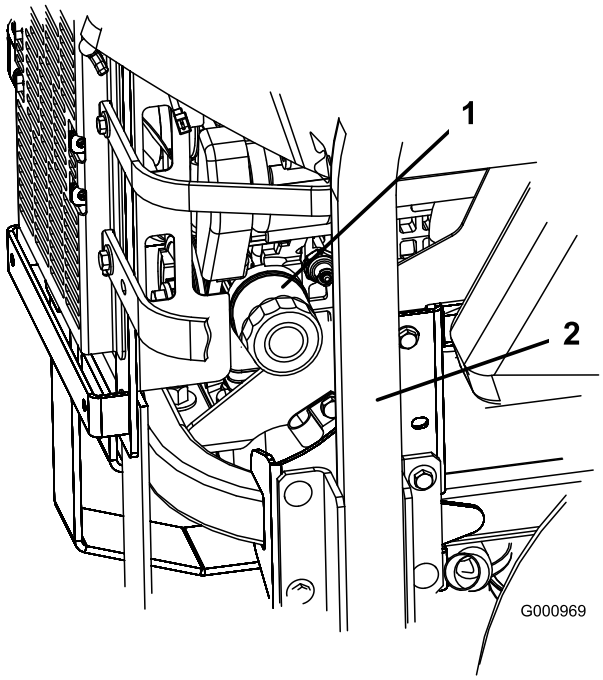
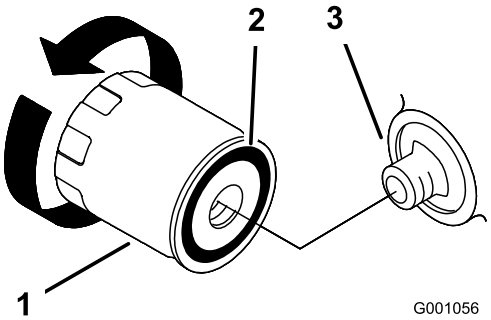

**Figuur 49**
**Figuur 50**
2. Draai het filter naar links om het te verwijderen (Figuur 49 en Figuur 50).